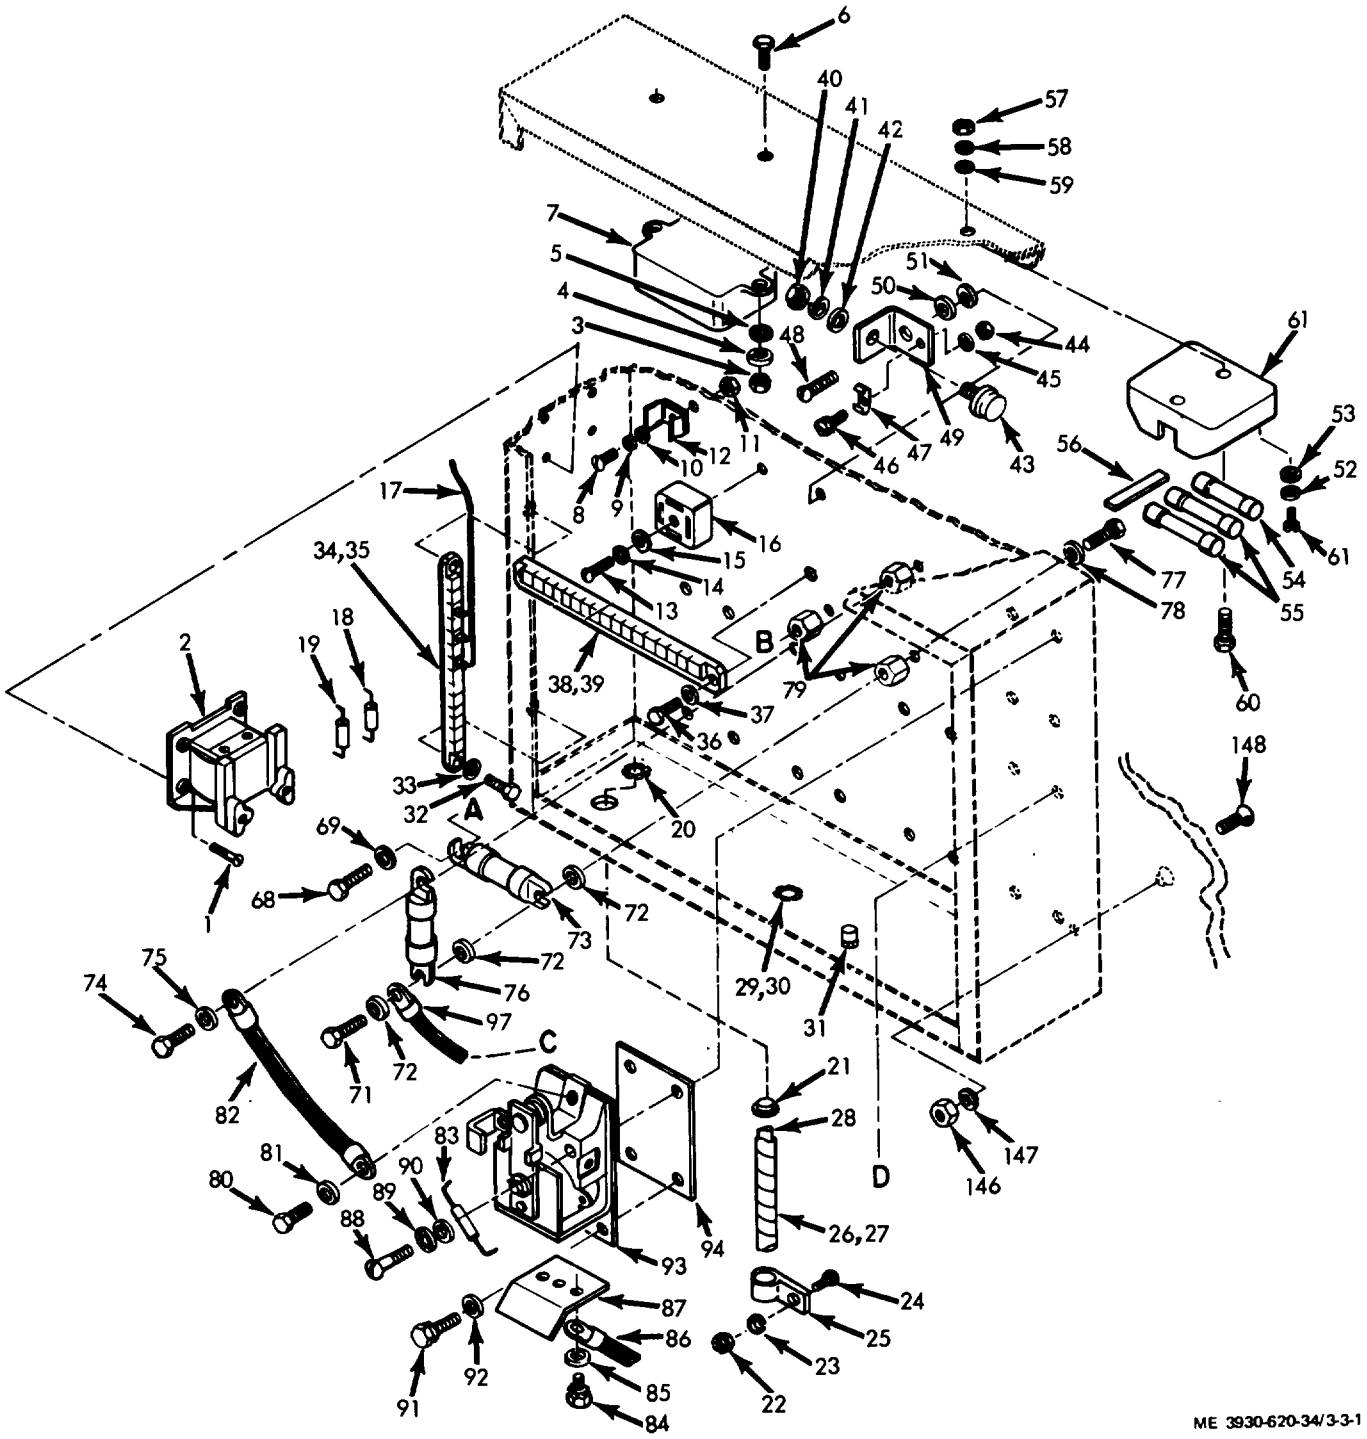

Figure 3-3. Contactor unit, exploded view. (Sheet 1 of 2)
(1) Disconnect battery and discharge capacitors (para 2-5).
(2) Reference figure 3-3 and disassemble contactor unit in numerical sequence.
KEY to fig. 3-3: